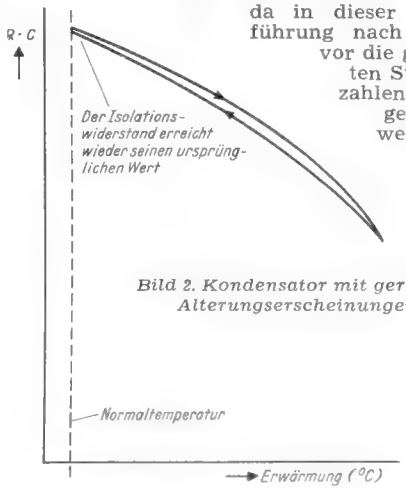

Bild 2. Kondensator mit geringen Alterungserscheinungen
Bild 2 zeigt einige Spezialwiderstände, wobei der kleinste bei einem Durchmesser von 1 mm nur 4 mm lang ist und mit den lötbaren Enden direkt eingelötet werden kann. Selbst bei diesen kleinen Ausführungen werden Auslieferungstoleranzen bis zu ± 0,3% gefordert. Das Anwendungsgebiet reicht bis ca. 3000 MHz.
2. der Isolationswiderstand bei Abkühlung des Kondensators stets wieder auf seinen Anfangswert zurückkehrt **(Bild 2).**